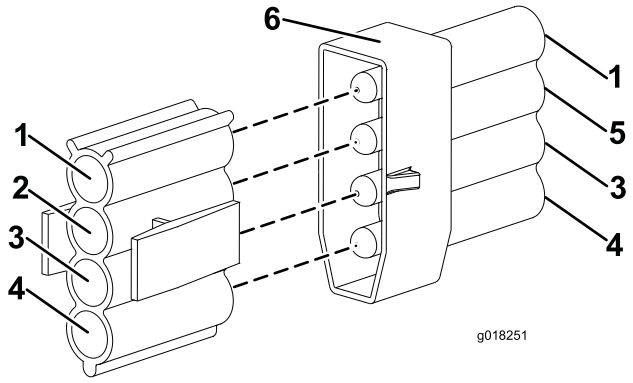

Figur 13
12. Koble kontakten til maskinens ledningsstamme med GRØNN/HVIT ledning til den identifiserte venstre/høyre lyskontaktenheten. (Figur 13).